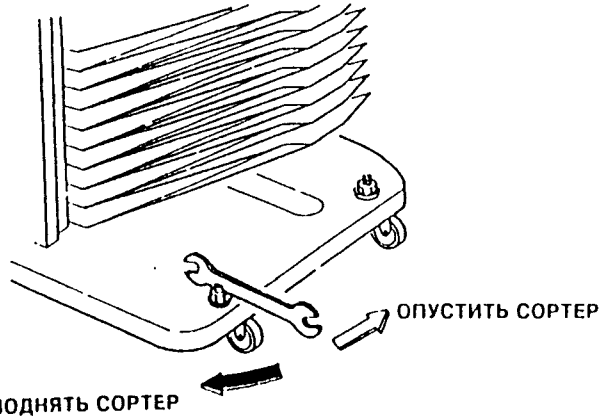

Рис. 4. Регулировка уровня сортера
4. Отрегулируйте уровень сортера (Рис. 4).